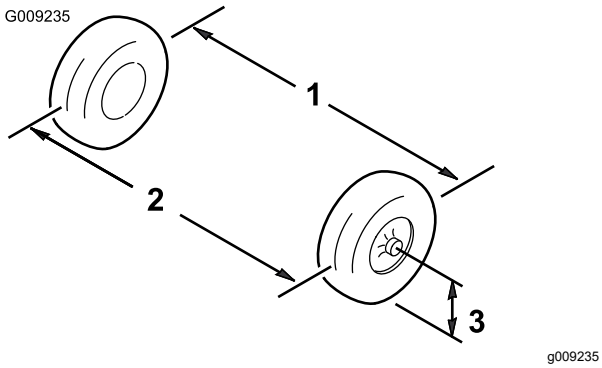

Rysunek 57
1. Zmierz odległość między obydwoma oponami kół przednich na wysokości osi z przedniej oraz tylnej strony kół przednich (Rysunek 57).